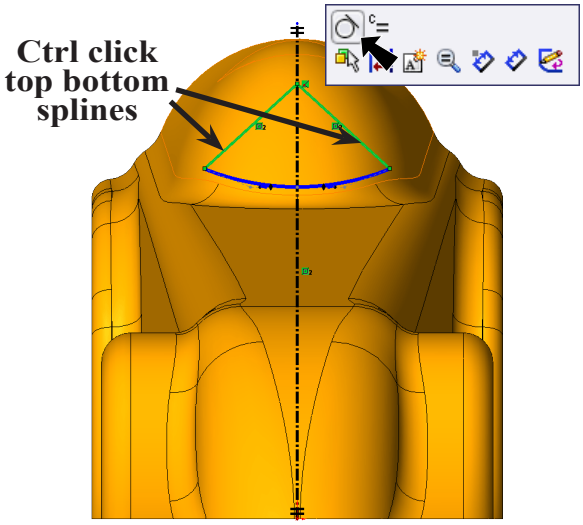

Fig. 146
Step 13. **Ctrl click** both **top** splines to select both splines. Release Ctrl key and click **Make Tangent** on the Content menu, **Fig. 146**.